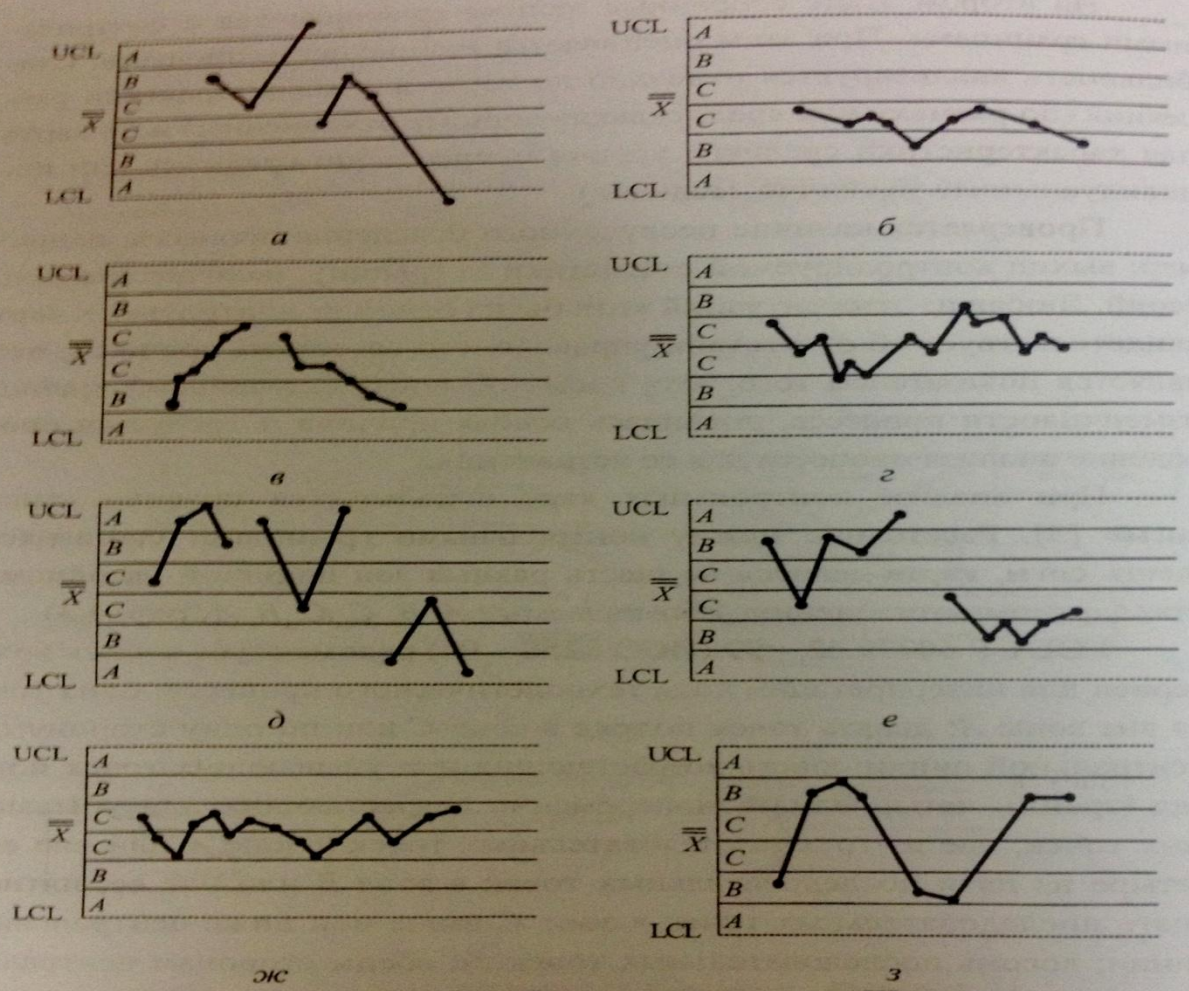

Рис. 4.3. Критерии особых причин на карте Шухарта:
- восемь последовательных точек по обеим сторонам центральной линии и ни одной в зоне ***С*** (рис. 4.3).